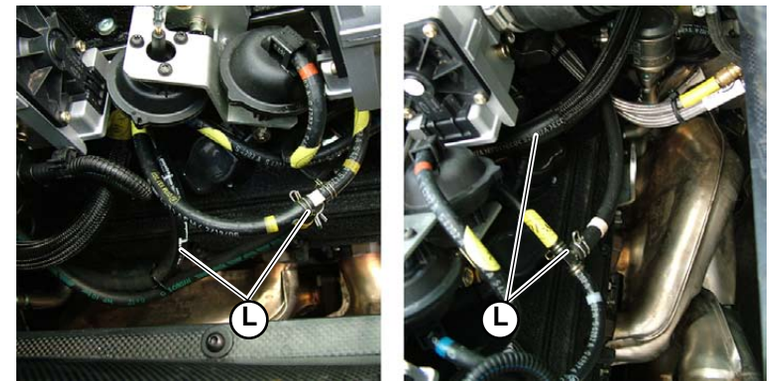

Fig.9
9. Disconnect the pipes connecting the manifold valves (**L-Fig.9**).